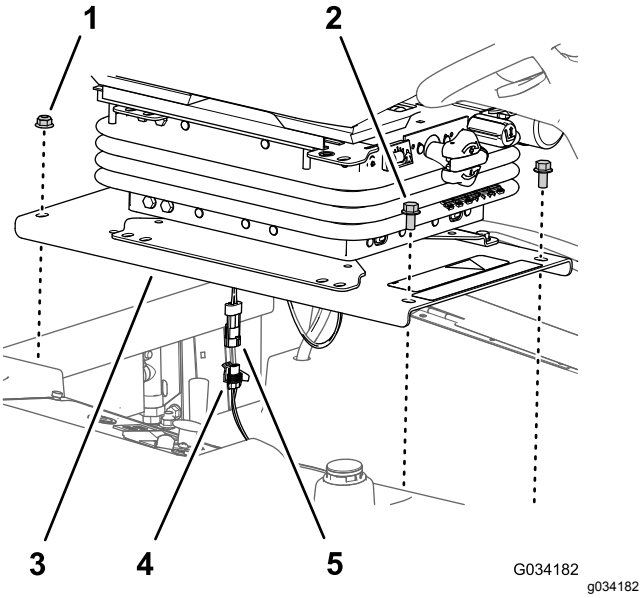

Figur 35
1. Fjern de to flenshodeboltene (3/8 x 3/4 tomme) som fester fronten av seteplaten til chassiset til maskinen (Figur 35).
2. Fjern de to flenslåsemutterne (3/8 tomme) som fester bakdelen av seteplaten til chassiset til maskinen (Figur 35).
4. Koble kontakten med to pinner på dødmannsbryterens ledningssats fra kontakten med to sokler på ledningssatsen på maskinen (Figur 35).
2. Koble kontakten med to pinner på dødmannsbryterens ledningssats til kontakten med to sokler på ledningssatsen på maskinen. Se Figur 35.
3. Rett inn de bakre hullene i seteplaten (Figur 35) med de to låseboltene (3/8 x 1 tomme) i radiatorkanalen.
4. Monter seteplaten (Figur 35) til låseboltene med de to flenslåsemutterne (3/8 tomme) som du fjernet i trinn 2 av Fjerne setet og seteplaten (side 39).
5. Innrett de fremre hullene i seteplaten (Figur 35) med gjengene på tankstengene.
6. Monter seteplaten (Figur 35) til tankstengene med de to flenshodeboltene (3/8 x 3/4 tomme) som du fjernet i trinn 1 av Fjerne setet og seteplaten (side 39).